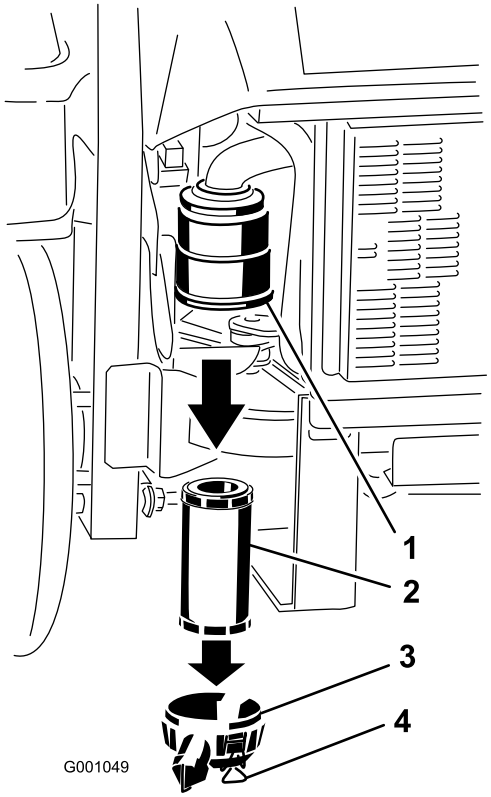

Figur 58
3. Lossa spärrhakarna på luftrenaren och dra av luftrenarkåpan från luftrenarhuset (Figur 58).
5. Dra försiktigt ut filtret ur luftrenarhuset (Figur 58).